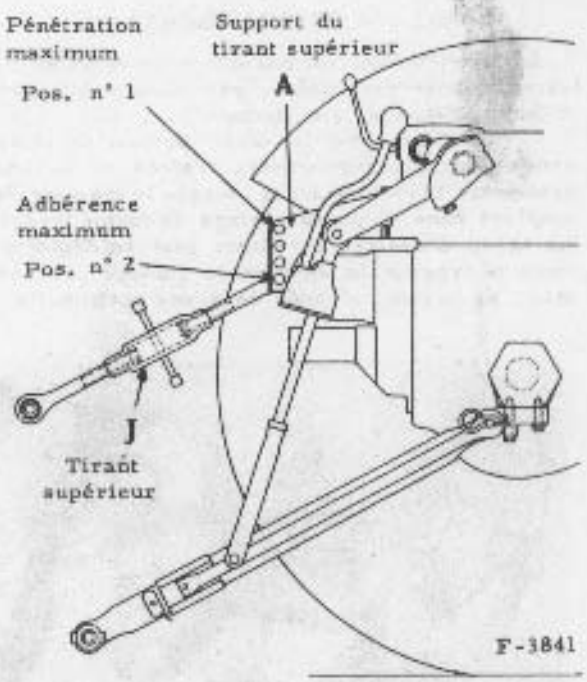

FIGURE 68 - Positions du tirant supérieur d'attelage 3-Points.
Le support "A" du tirant supérieur (J) à pas contraire comporte quatre trous de réglage (voir figure 68).